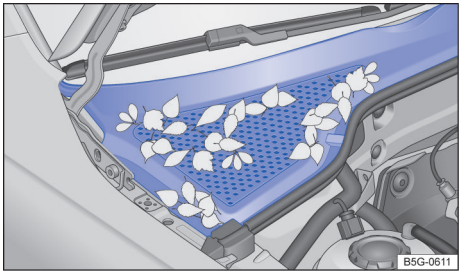

Fig. 194 Entre o compartimento do motor e o para-brisa: caixa de água (representação esquemática).
– A caixa coletora de água está localizada no compartimento do motor, entre o para-brisa e o motor e sob uma cobertura perfurada → Fig. 194. O ar ambiente é sugado da caixa coletora de água para o interior do veículo por meio do sistema de aquecimento e ventilação ou do ar-condicionado.